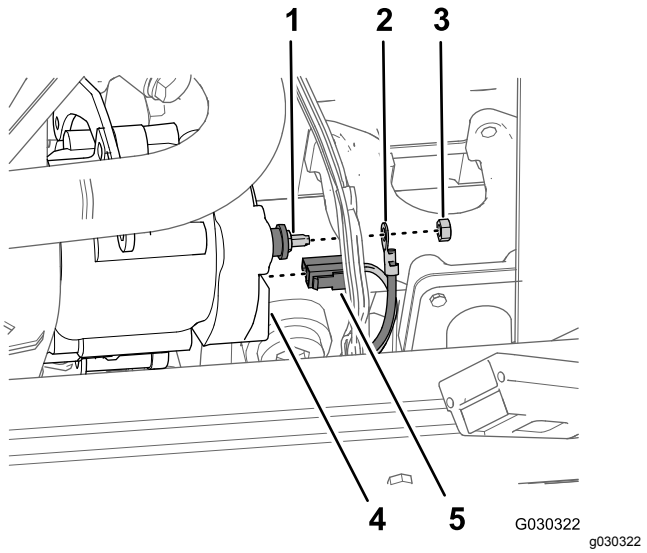

Figur 241
1. På venstre side av motorrommet, fjern mutteren (6 mm) som fester ringterminalen til den positive batteriledningen fra den positive generatortappen (Figur 241).
2. På baksiden av vekselstrømsgeneratoren fjerner du kontakten med to sokler på ledningssatsen til motoren fra kontakten med to blader på generatoren (Figur 241).